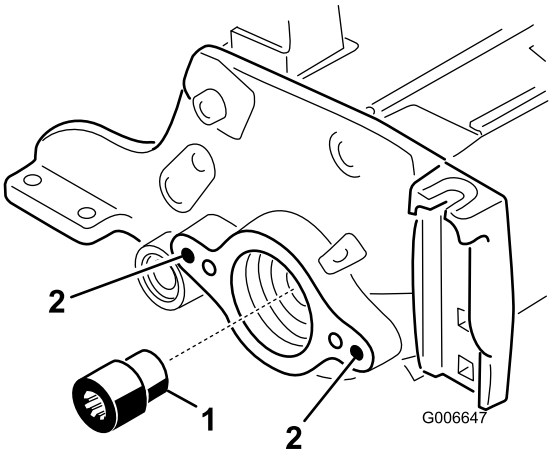

Figur 7
12. Bruk spoledrivakselverktøy, til å fjerne kileinnlegget fra spolemotorenden av spoleakselen (Figur 7). Bruk spoledrivakselverktøy, del nr. TOR4074 Fjern all olje fra det gjengede hullet hvor kileinnlegget var.
13. Sett det nye (lengre) kileinnlegget på spoleakselen (Figur 7). Påfør blå Loctite på gjengene til innlegget før det settes inn. Stram til med et moment på 115–129 N·m.
15. Bruk en 3/8 16-tapp til å fjerne malingen i de ytre monteringshullene på både venstre og høyre sideplate (Figur 7).